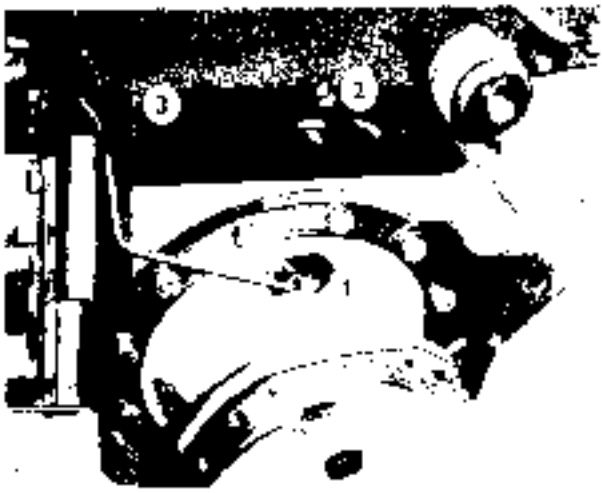

Fig. 34
Fill equalizer bow (tank) with brake fluid and remove rubber cap (Fig. 34,1) from the brake cylinder bleeding screw. Slide the rubber cap onto the bleeding screw and immerge its other end into a transparent bowl partially filled with brake fluid. Then loosen the bleeding screw (plug), depress completely brake pedal and retighten the bleeding screw. Pedal may be released as late as after bleeding screw retightening. Repeat the above procedure as long as brake fluid free of air bubbles starts escaping from the hose.
1. Unscrew the bolt using hand guard (Fig. 34:3) and turn the guard.
3. Loosen lock nut (Fig. 34:2) and tighten hand brake onto brake drum by means of a bottom nut.